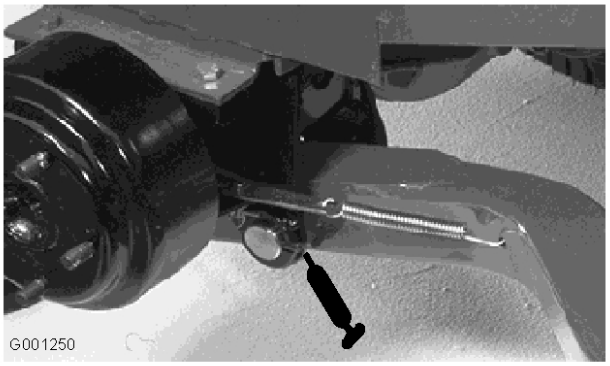

Figur 37
- Lyftarmens svängbussningar (Figur 37)